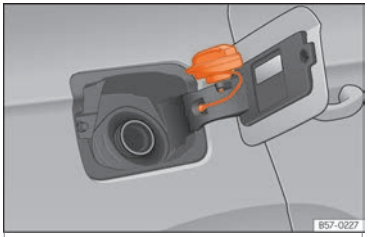

Abb. 303 Tankklappe mit aufgestecktem Tankverschluss.
- Platzieren Sie den Verschluss in der Aussparung, die sich im Scharnier der geöffneten Tankklappe befindet ››› Abb. 303.